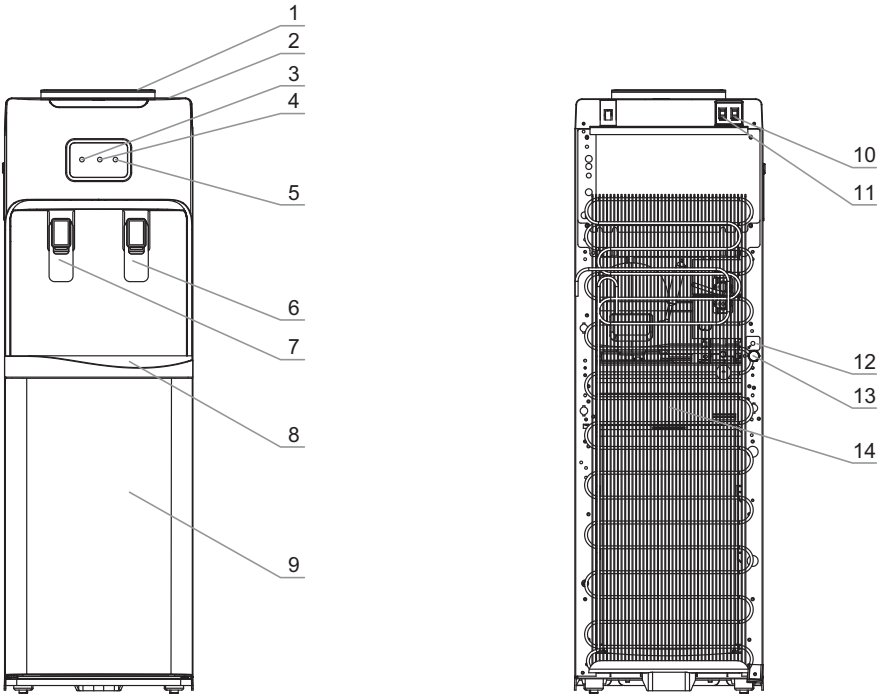

**Рис. 1. Схема аппарата V115C**
Для того чтобы налить горячую воду, нажмите кружкой на кран подачи горячей воды (рис. 1–7). Для того, чтобы налить холодную воду нажмите кружкой на кран подачи холодной воды (рис. 1–6). В силу технических особенностей кранов допустимо подкапывание воды в объеме 5–10 мл, после каждого использования аппарата, капли стекают в лоток каплесборника (рис. 1–8).
### Выключатели нагрева (рис. 1–10) и охлаждения (рис. 1–11)
Индикатор нагрева воды (рис. 1–4) горит, когда аппарат нагревает воду.
Индикатор охлаждения воды (рис. 1–5) горит, когда аппарат охлаждает воду.
Перед первым использованием рекомендуется слить по 500 мл воды через каждый кран. Если кабель электропитания (рис. 1–12) и выключатель нагрева (рис. 1–10) были включены, когда система еще не заполнилась водой полностью, сработает термозащита, которую сможет отключить только специалист сервисного центра.
Кода Вы убедились, что вода из крана холодной и горячей воды (рис. 1–6, 1–7) идет непрерывной струёй, установите выключатели нагрева и охлаждения (рис. 1–10, 1–11) в положение **I**.
1. Сразу установите выключатели нагрева и охлаждения (рис. 1–10, 1–11) в положение **O**.
4. Убедившись, что вода из кранов подачи воды идет непрерывной струёй, установите выключатели нагрева и охлаждения (рис. 1–10, 1–11) в положение **I**.
Отключение и включение нагрева и охлаждения при замене бутыли осуществляется исключительно с помощью выключателей нагрева и охлаждения (рис. 1–10, 1–11), а не кабелем электропитания. а не сетевым кабелем. После кратковременного отключения аппарата от сети электропитания повторное включение допускается через 2–3 минуты.
3. Снимите съёмные детали с аппарата (рис. 1–1, 1–8) и тщательно промойте их с небольшим количеством моющего раствора, предназначенного для мытья посуды.
4. Остатки воды в системе необходимо слить через сливное отверстие (рис. 1–13), расположенное на задней стенке аппарата, после чего закрыть отверстие.
6. Промойте аппарат чистой водой: необходимо залить в систему около 4 литров чистой воды, затем слить через краники подачи горячей (рис. 1–7) и холодной воды (рис. 1–6) и отверстие для слива (рис. 1–13). При необходимости повторите процедуру.
5. Остатки воды в системе необходимо слить через сливное отверстие (рис. 1–13), расположенное на задней стенке аппарата, после чего закрыть отверстие.
| Аппарат не нагревает и/или не охлаждает воду | ✓ Слишком интенсивное использование аппарата, вследствие чего вода не успевает нагреваться / охлаждаться | ✓ Несколько минут не пользуйтесь аппаратом, дождитесь пока индикаторы нагрева и охлаждения (рис. 1–4, 1–5) погаснут |
| | ✓ После включения нагрева / охлаждения прошло мало времени (индикаторы нагрева / охлаждения горят) (рис. 1–4, 1–5) | ✓ Несколько минут не пользуйтесь аппаратом, дождитесь пока индикаторы нагрева и охлаждения (рис. 1–4, 1–5) погаснут |